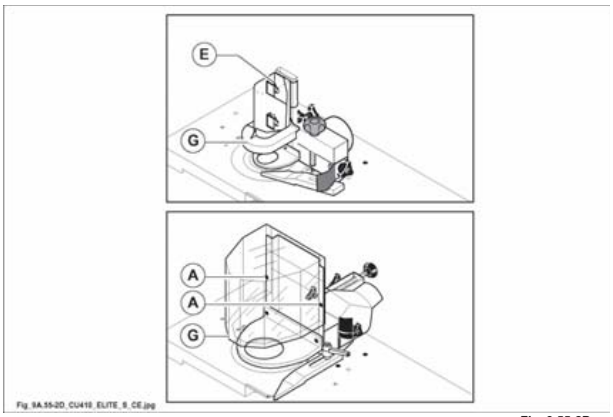

Fig. 9.55-2D
- allentare il pomello (E fig. 9.55-2D) o le viti (A fig. 9.55-2D) e regolare il pressatore (G fig. 9.55-2D) in modo che faccia una leggera pressione sul pezzo da lavorare;